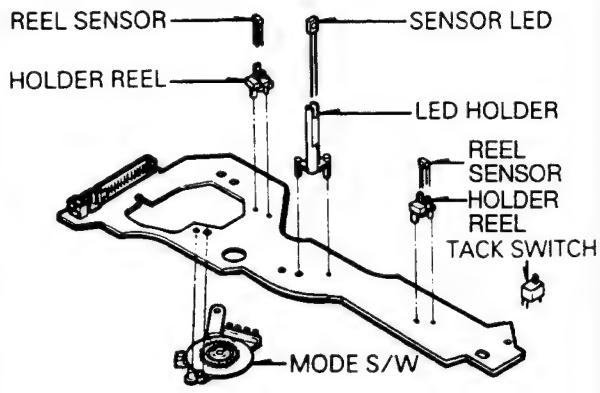

Fig. B-21-2 Mode S/W/Reel Sensor/Sensor Led
2) Remove two screws(A), (B) and then remove the Junction P.C.B Assembly.
4) Remove the Reel Sensor, Sensor LEDS and each holder from the Junction P.C.B(Fig. B-21-2).